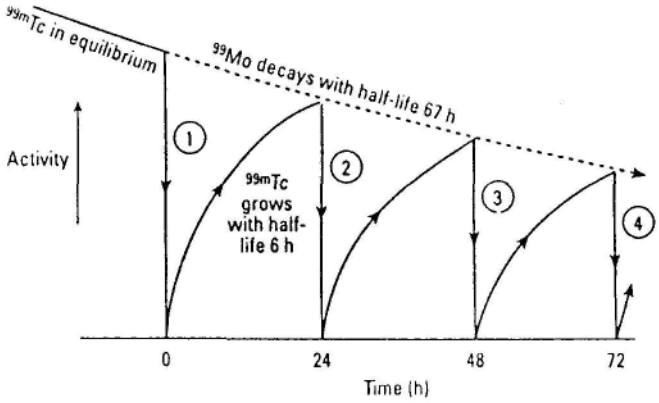

Fig. 5.10 Decay of activity of ^{99}Mo and growth and regrowth of activity of ^{99m}Tc in a generator which is eluted daily.
- The daughter and parent decay together with **the half-life of the parent, 67 h** (Fig. 5.10).
- Figure 5.10 plots the activity of ^{99}Mo (dashed line) and ^{99m}Tc (solid line) against time, following the first elution (1) at time 0.